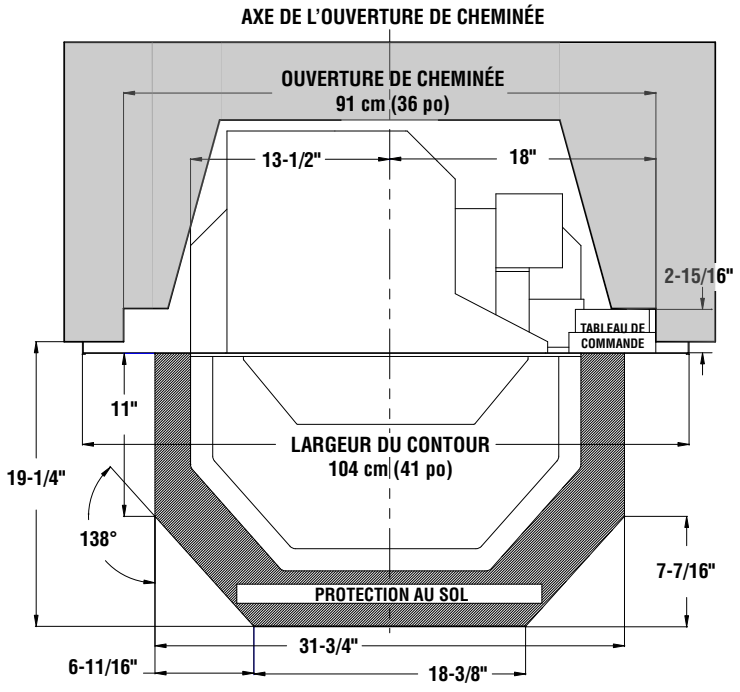

Figure 11B
3. La plaque de contour latérale munie de la petite trappe d'accès destinée au panneau de commande se place sur le côté droit du poêle encastrable (voir ***figures 11B*** et ***11C***). Faire glisser les fentes pratiquées dans les plaques de contour latérales et supérieure derrière la tête des vis à tête bombée. Après avoir bien positionné les plaques de contour de manière à éliminer tout écart entre les parties supérieure et latérales, serrer les six vis à tête bombée.